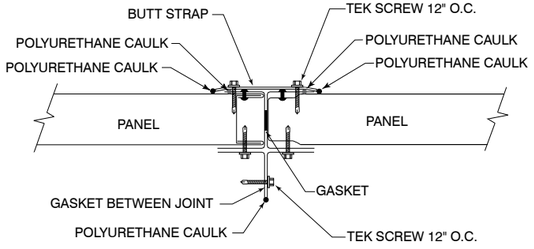

FIGURE 6. Detail of field joint located on side.
3) Adjoining ends of modules are covered with plywood and/or plastic sheets during transport. This must be removed prior to hoisting the modules in place. (See **FIGURE 6**).If installation
6) After positioning the module correctly, install continuous gasket material on field joint flange as indicated in **FIGURE 6.**
13) Complete field joint assembly by applying polyurethane caulk to the exterior of the joint and then cover with butt strap as shown in **FIGURE 6** (on PAGE 5), **FIGURE 8** and **FIGURE 9**.